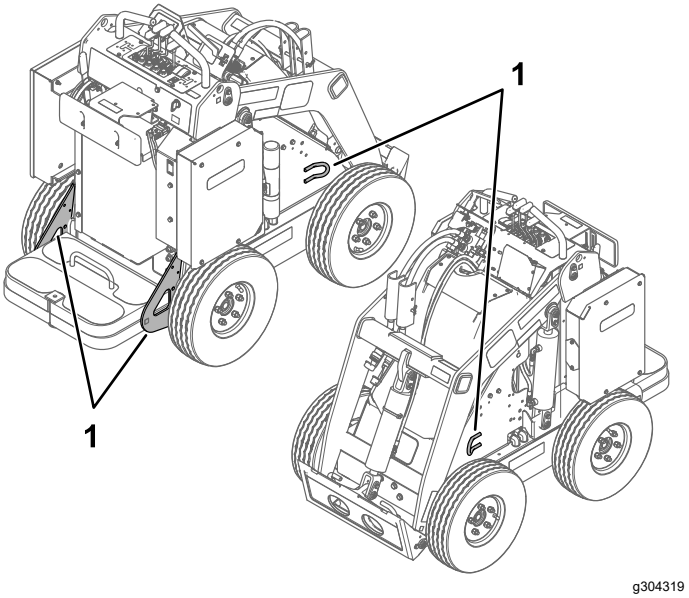

Figuur 19
8. Gebruik de metalen bindogen op de machine om de machine goed vast te maken aan de aanhanger of vrachtwagen. Gebruik hiervoor banden, kettingen, kabels of touwen (Figuur 19). Raadpleeg de lokale voorschriften inzake het vastbinden van de machine.
Breng de machine omhoog met behulp van de hefpunten (Figuur 19).